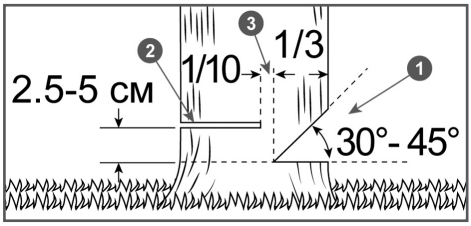

Рис. 15 Расположение запила, пропила и недопила
5. Сделайте запил 1 с той стороны, куда должно упасть дерево, глубиной примерно 1/3 диаметра ствола и под углом от 30 до 45 градусов (Рис. 15). Линия стыка двух пропилов, образующих запил, называемая направляющей линией, должна располагаться как можно более горизонтально и под углом 90 градусов к направлению валки.
должен оставаться недопил 3 примерно 1/10 диаметра ствола. Вставьте своевременно клин в пропил 2 (Рис. 15). Недопил 3 действует как шарнир и позволяет контролировать падение дерева (Рис. 15).
Ни в коем случае не допиливать до конца недопил 3 (Рис. 15), так как вы не сможете контролировать направление падения дерева.